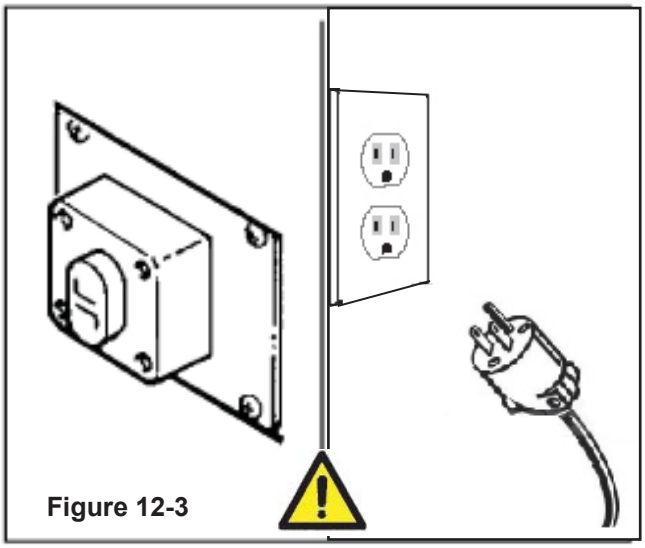

Figure 12-3
Push the main switch ON (I) after the EMERGENCY BUTTON is released **(Figure 12-3).**
Before carrying out any cleaning or maintenance operation stop the machine by Pushing the OFF (O) switch on the main and disconnect the electric power **(Figure 12-3).**